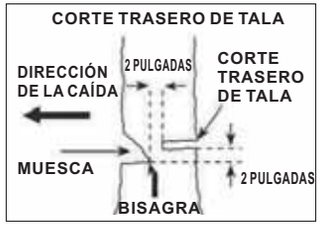

Fig. 12
7.3.2 CORTE TRASERO DE TALA (FIG. 12)